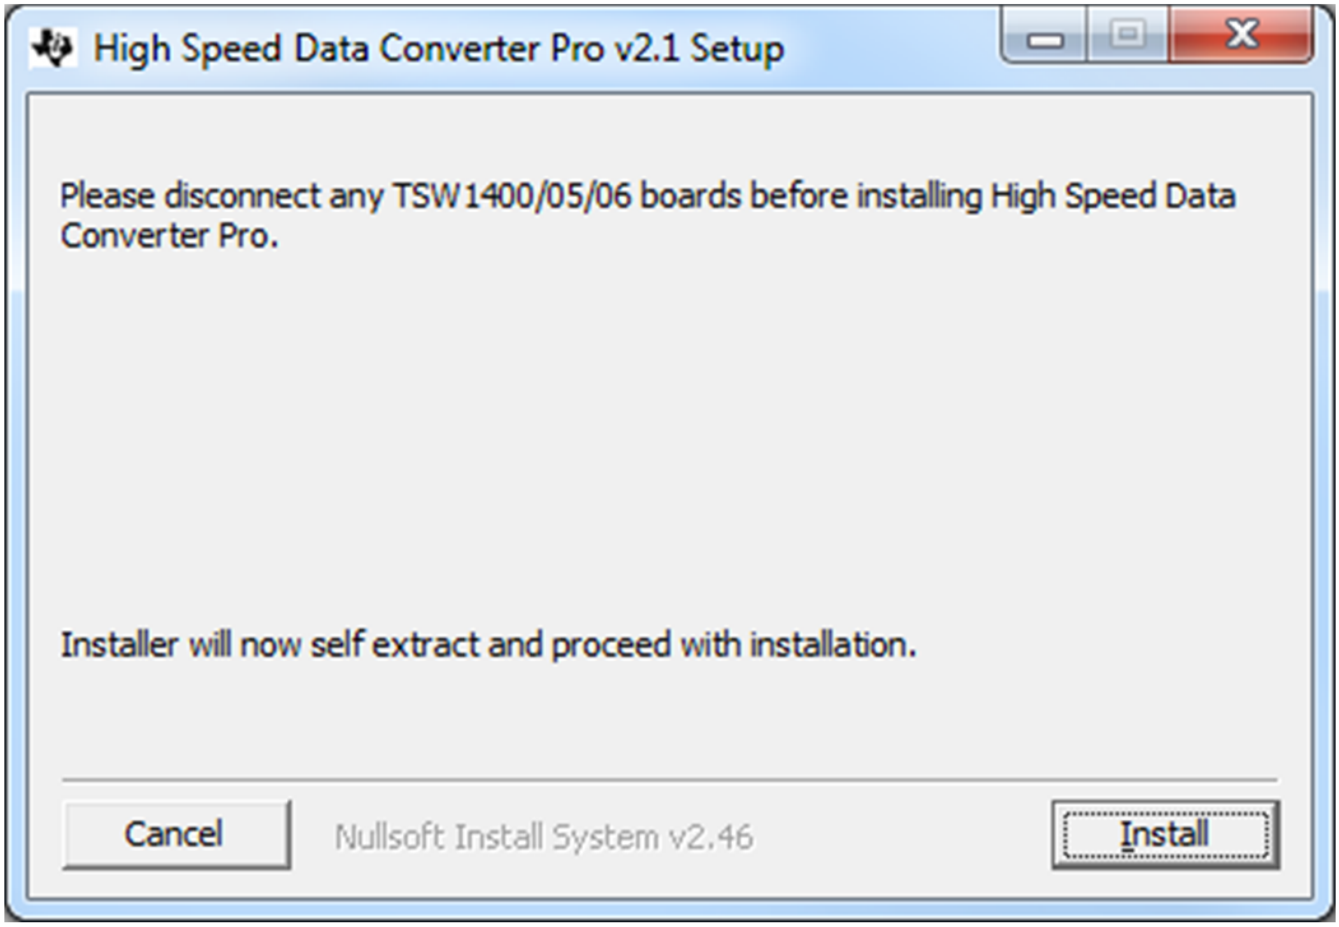

Figure 23. HSDCPro Install (Begin)
- Unzip the saved folder and run the installer executable to obtain the pop-up shown in Figure 23.